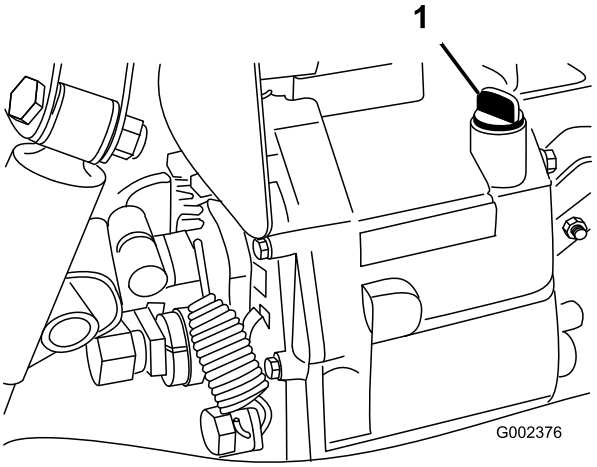

Figur 18
2. Rengør området omkring målepinden (Figur 18).